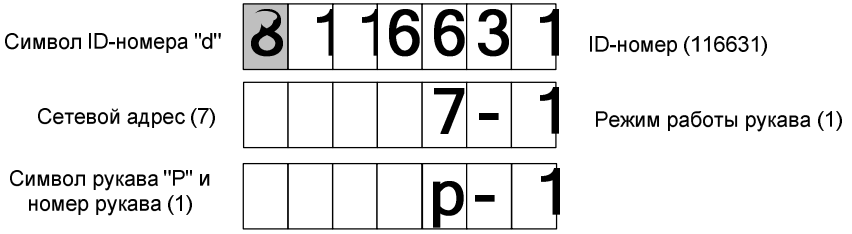

Рисунок 3
7.6 Имеется возможность высветить служебную информацию ОУ, назначение которой описывается в руководстве по эксплуатации на ОУ (рисунок 3).